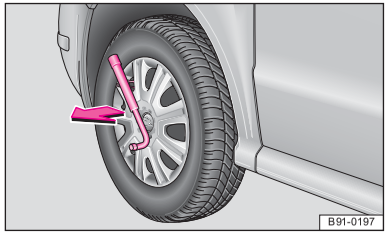

图 153 车轮全饰盖
– 把车轮扳手穿过钢丝钩，沿箭头方向拉动 ⇒ 第 156 页，图 153，拆下车轮饰盖。